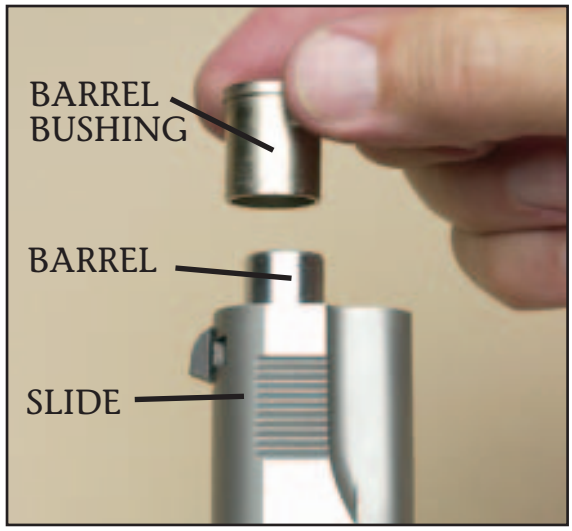

Figure 11
STEP 8. To remove the barrel bushing from the barrel, turn the bushing counter-clockwise and then push the barrel and bushing forward to the point that the bushing is clear of the slide and can be removed from the barrel (***Figure 11***).